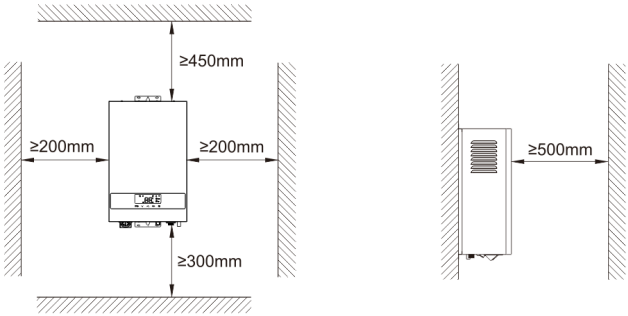

Рис. 4. Минимальные расстояния от электрического котла до поверхностей.
7.3.1. Размещение прибора на стене (Рис.4)